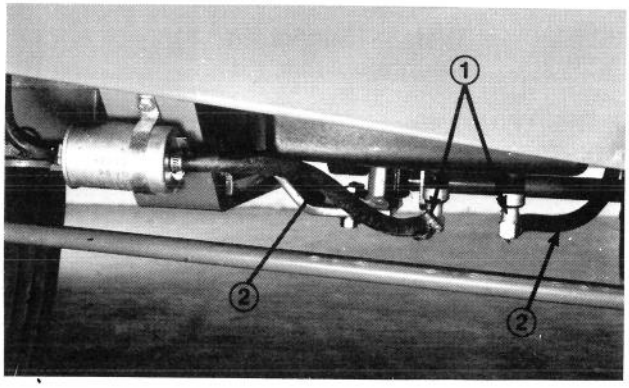

Figure 4
G. Loosen clamps holding both fuel lines on fuel tank fittings. Pull lines off fittings and allow gasoline to flow into large safety approved fuel container (Fig. 4).